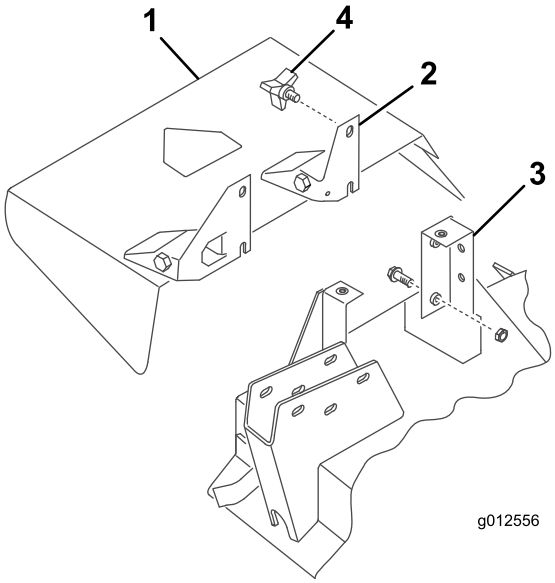

図 30
2. デフレクタのピボットブラケットの下側のスロットを、デッキのブラケットのボルトに入れる図 30。